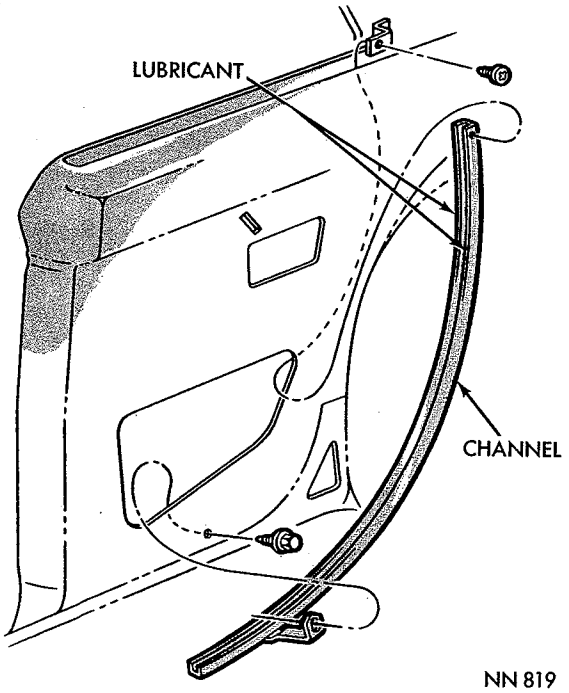

**Fig. 166—Quarter Window Guide Channel—Valiant Hardtop**
(1) Remove screw, washer, grommet and spacer attaching glass to frame at front attachment (Fig. 166).
(2) Remove screw, washer, grommet and spacer attaching glass to frame at rear attachment through access opening at top rear portion of inner panel.
(3) Remove glass from quarter panel.
The quarter window guide channel (Fig. 166) is attached to the inner panel at the lower end and to the quarter window outside finish moulding assembly at the top end. Lubricate the slide area of channel before installing.